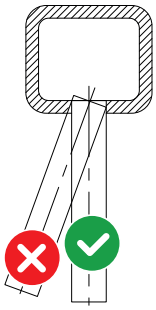

fig. 1
- Il condotto di scarico deve essere perpendicolare con la parete interna opposta del camino o della canna fumaria (fig. 1).
Per questo tipo di caldaia sono disponibili le seguenti configurazioni di scarico dei fumi: B23, B23p, B33, B53, C13, C33, C43, C53, C63, C73, C83 e C93 (vedi Fig. 1).